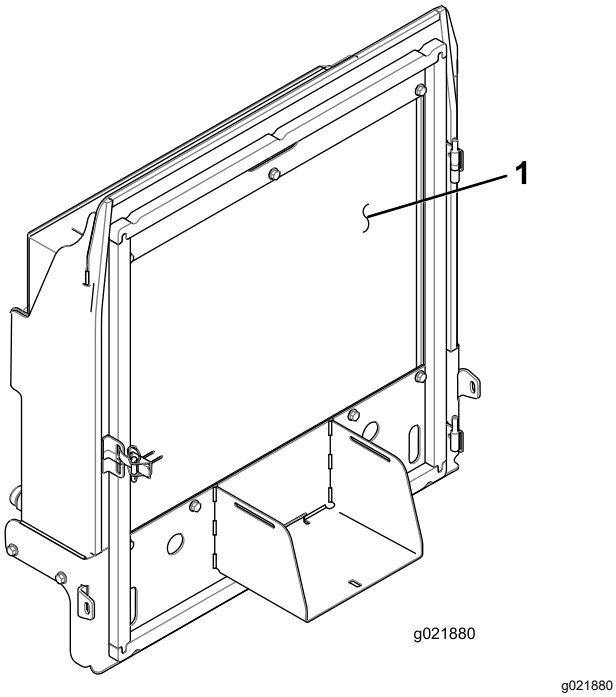

Figura 137
4. Curăai temeinic cu aer comprimat ambele laturi ale răcitorului de ulei/radiatorului (Figura 137).